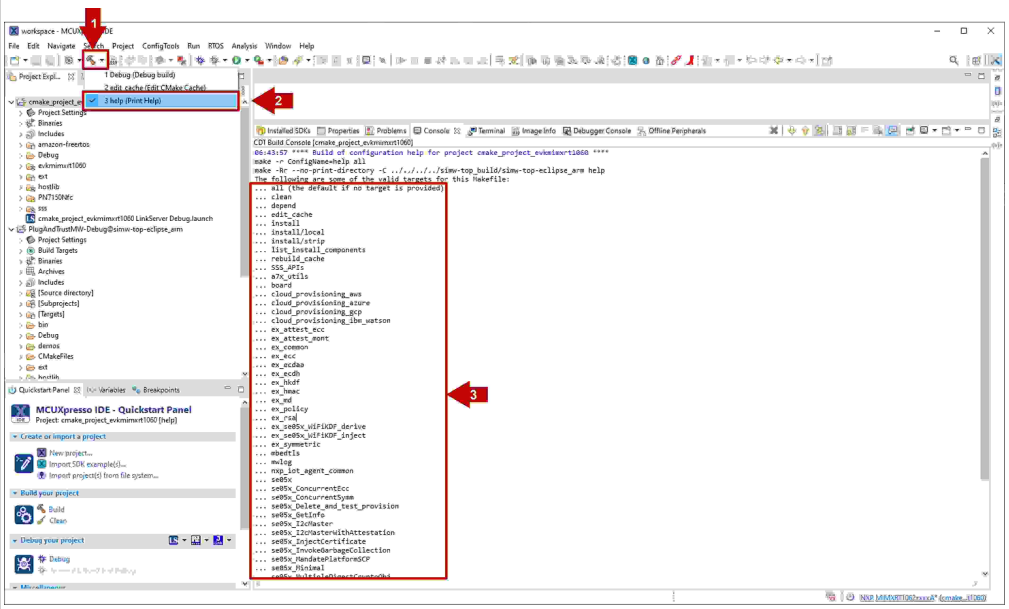

Figure 43. List Plug & Trust middleware examples
3. The MCUXpresso console will display the list of Plug & Trust middleware examples which can be compiled with the currently chosen CMake settings (see Figure 43).